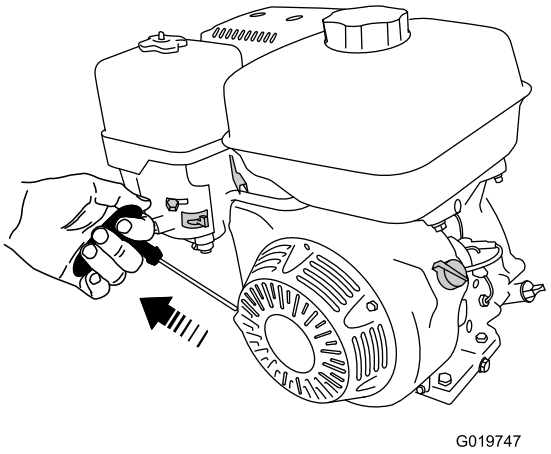

Figura 36
5. Tire de la cuerda del arrancador de retroceso suavemente hasta que note resistencia, luego tire con fuerza. Deje que el arrancador de retroceso vuelva lentamente a su posición inicial (Figura 36).